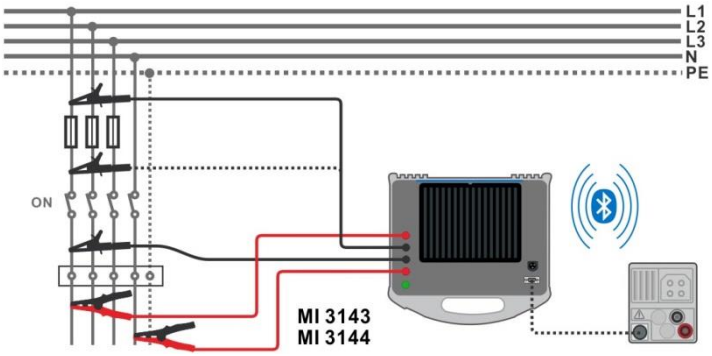

Figure 4.50: High Current resistance measurement
- Connect MI 3152(H) instrument with A 1143, MI 3143 or MI 3144 Euro Z adapter / instrument via serial RS232 or pair them using Bluetooth communication.
- Check Bluetooth communication active sign if MI 3143 or MI 3144 Euro Z instrument is connected to MI 3152(H) instrument via Bluetooth communication.
- Connect test leads to the object under test. See ***Figure 4.50***.